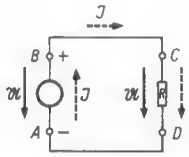
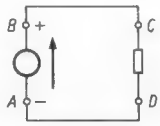

Bild 6a. Lage der Spannungs- und Stromvektoren im geschlossenen Stromkreis
Bild 6b. Falsche Angabe des Spannungsvektors am Generator
Zur Darstellung des Spannungspfeils führen folgende Überlegungen: Man denke sich einen Generator mit einem an seine Klemmen angeschalteten Verbraucher (Bild 6a). Wie eingezeichnet, sei in Punkt B der Pluspol. Man würde also zunächst es für richtig finden, den Spannungspfeil wie in Bild 6b gezeichnet einzutragen.
In Wirklichkeit muß man aber folgendermaßen vorgehen. Der Strom fließt nach der getroffenen Festlegung von + nach — (siehe Bild 6a). An R (ohmscher Widerstand) entsteht ein mit $\mathfrak{J}$ gleichphasiger Spannungsabfall. Damit ist der Spannungspfeil von C nach D gerichtet einzutragen. Die Generatorspannung muß diesem Spannungsabfall entgegengesetzt gerichtet sein. (Summe aller Spannungen in einem Stromkreis = 0.) Für den Generator ist demnach die Spannungsrichtung von B nach A einzuzeichnen (Bild 6a).
b) Leistungsverbrauch tritt ein — nach der üblichen Festlegung — wenn $\mathfrak{J}$ und $\mathfrak{U}$ gleichphasig sind. Beim Generator dagegen sind $\mathfrak{J}$ und $\mathfrak{U}$ gegenphasig. Auch diese Regel wird bei der Kennzeichnung nach Bild 6a eingehalten.